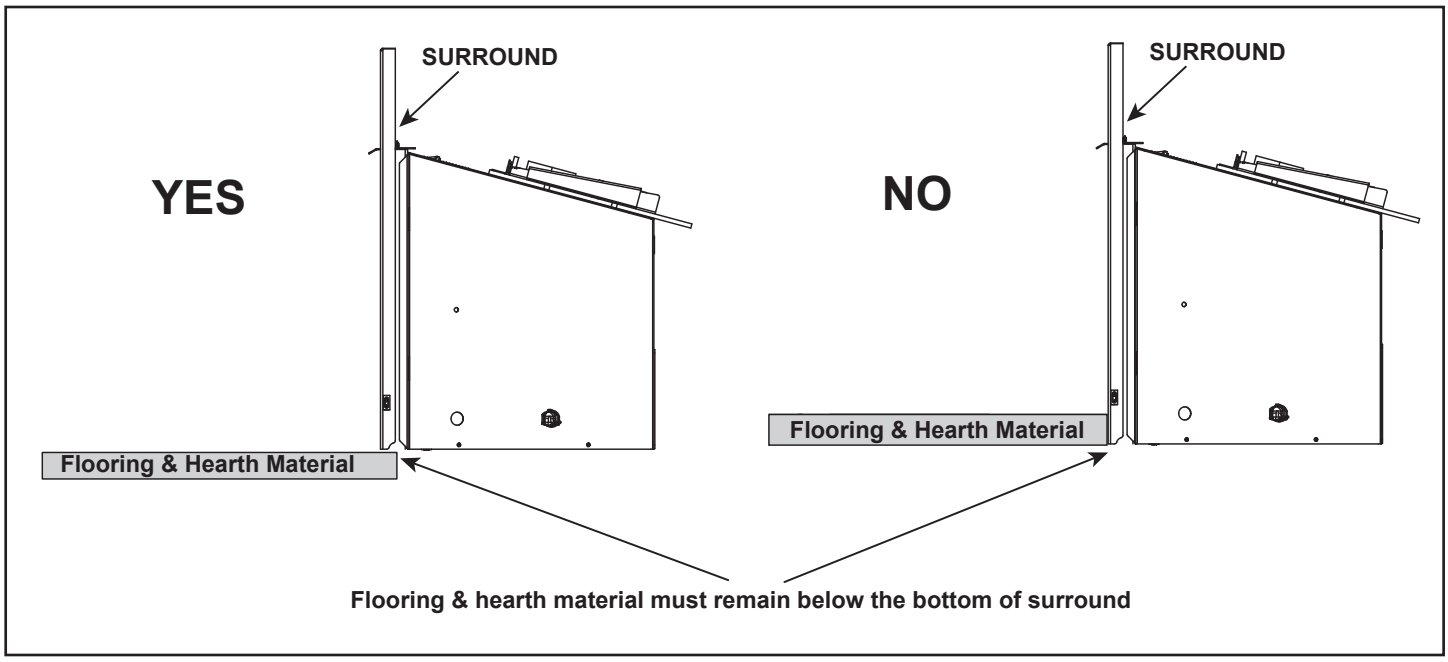

Figure 8.5 Flooring & Hearth Material
- All flooring and hearth material must remian below the bottom of the surround. See Figure 8.5.